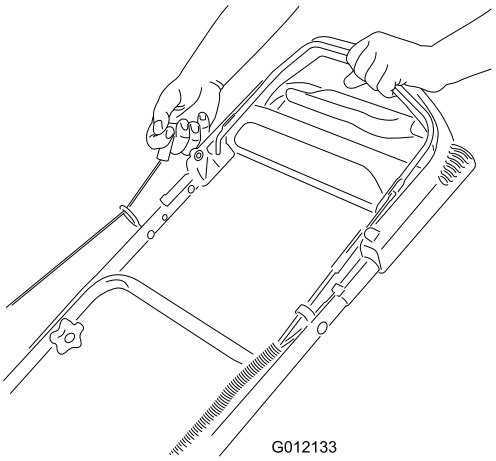

Bild 13
2. Ziehen Sie am Rücklaufstartergriff (Bild 13).